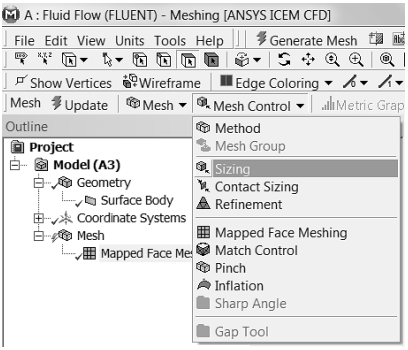
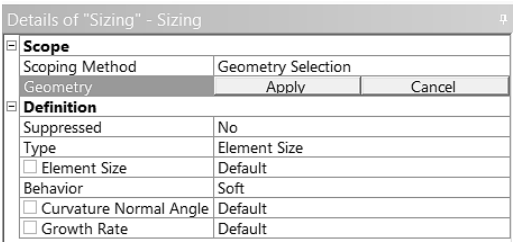

Рис. 24.
Рис. 25.
1) Желаемая сетка имеет заданное число разбиений вдоль радиального и осевого направлений. Для задания определенного числа разбиений следует использовать Edge Sizing. Сначала зададим число разбиений вдоль осевого направления. Для этого кликаем Mesh Control > Sizing как показано ниже, рис. 24. Панель Details of “Sizing” принимает вид, рис. 25.
цвет. После этого кликаем Apply на панели Details of “Sizing”, рис. 25.